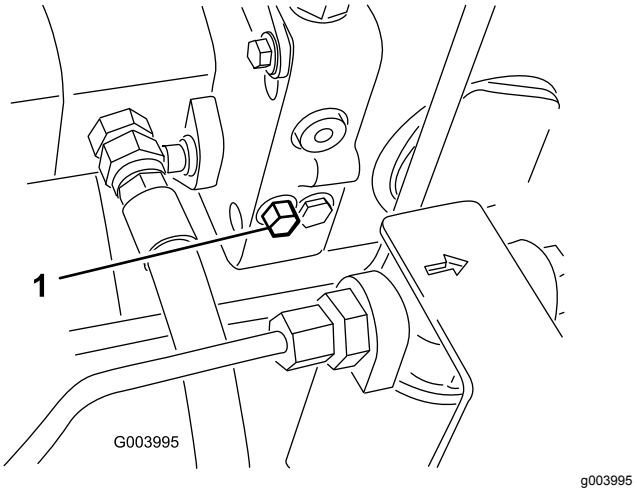

Figur 40
1. Vrid bulten 1–1,5 varv för att öppna ventilen och låta olja avledas internt (Figur 40).